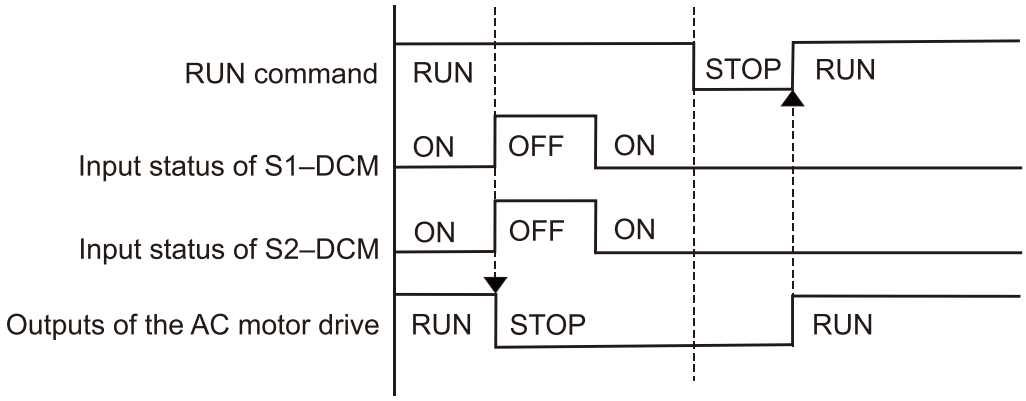

Figure 17-7
As shown in Figure 17-7, when both of S1–DCM and S2–DCM are OFF during operation (STO function is required), the drive stops outputting. When the S1 / S2 status is restored (ON), the STO alarm clears automatically. The drive outputs when the RUN command is executed again.